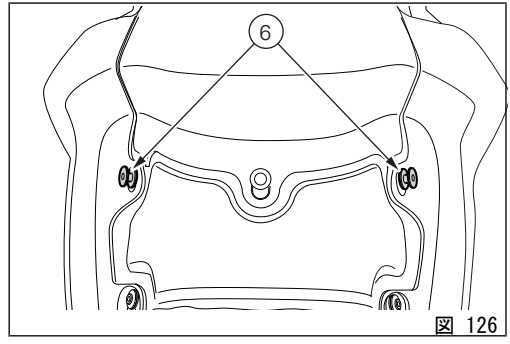

図 126
ライダーシート前方部分(4)にピンホール(7) があり、燃料タンクのピン((6、 図 126))はここに入ります。